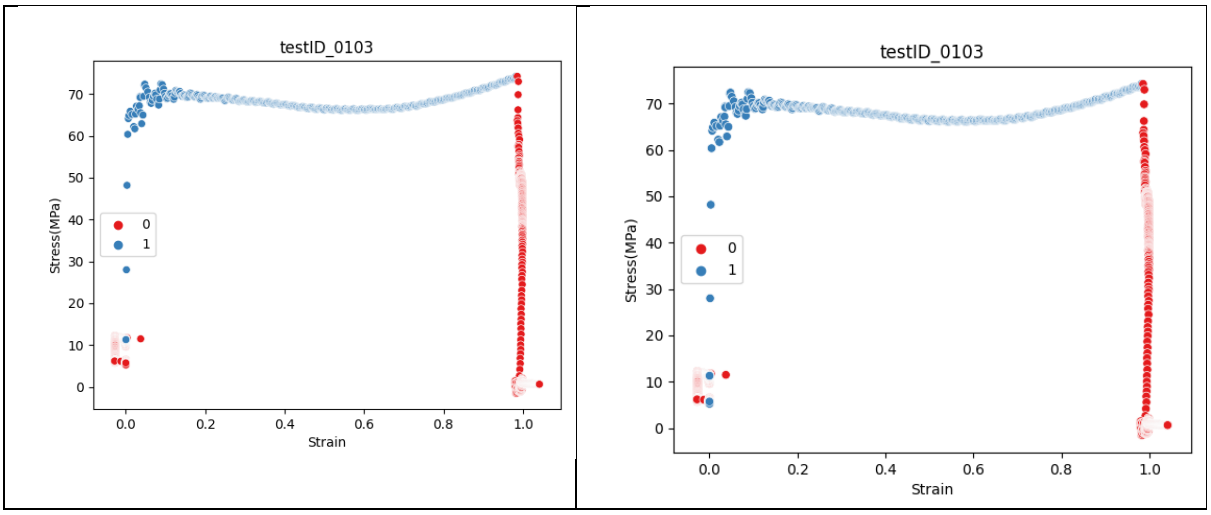

Figure 24
- It performs very well using raw data moderate number of spurious data points. See figure 24.
- It performs good using raw data with moderate number of spurious data points. But it clusters few spurious data points at the beginning with the valuable points in cluster label '1'. See figure 24.
1. It clusters few spurious data points at the beginning with the valuable points in cluster label '1'. See figure 24.